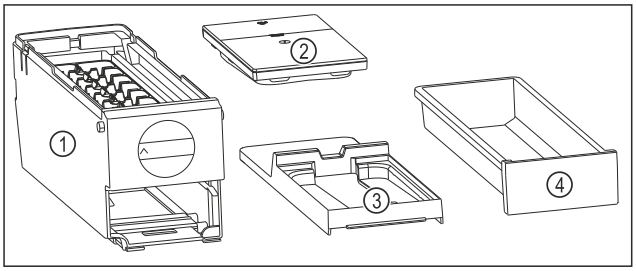

Fig. 107 Components of the EasyTwist-Ice
▷ EasyTwist-Ice is dismantled into four parts. (see Fig. 107)
▶ Only dismantle the EasyTwist-Ice into the components shown. (see Fig. 107)
▶ Clean the EasyTwist-Ice body *Fig. 107 (1)* as a whole.